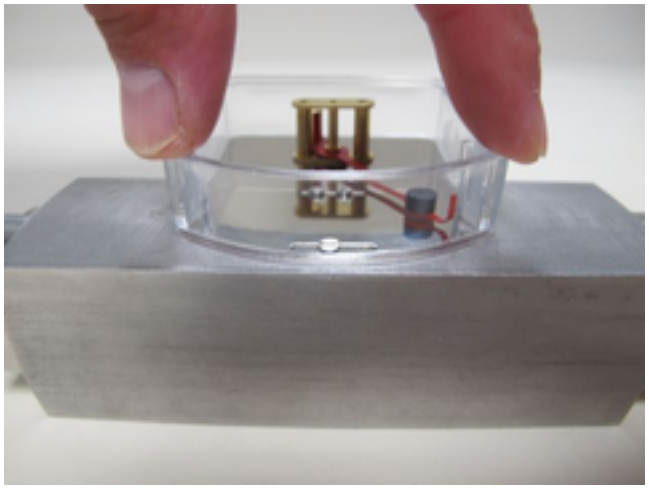

Fig. 67: Display housing Install
14. Fit the plastic housing on the display base plate and press down until it snaps into place. (*Fig. 67*)